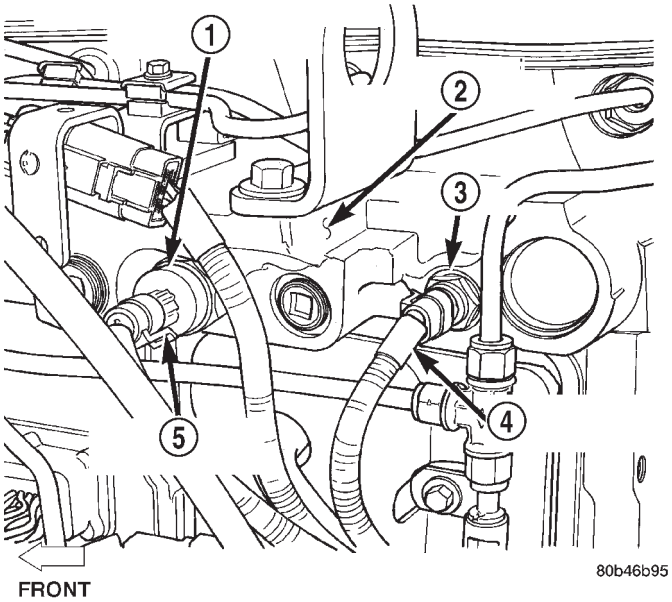

Fig. 34 MAP Sensor Location
The MAP sensor is located in the left/rear side of the intake manifold (Fig. 34).
(1) Disconnect electrical connector from MAP sensor (Fig. 34).